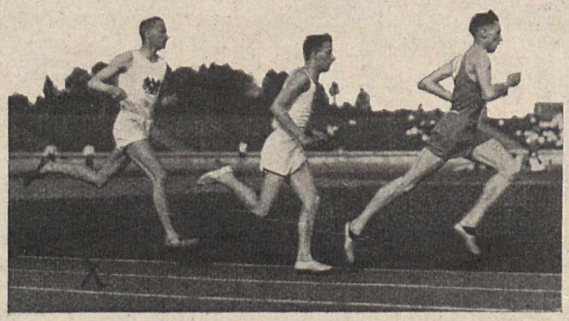

Bild 5. Der letzte besonders erfolgreiche Läufer zeigt große Aehnlichkeit mit dem Laufstil der Vasenbilder.
Gleich dem Teilnehmerkreis vermehren sich auch im Altertum die Arten der Uebungen (1). Im ersten nachweisbaren Jahr 776 findet nur ein Wettlauf statt. Nach rund 50 Jahren wird er 724 durch einen Doppellauf, welcher die Bahn zweimal hin und zurück durchmessen heißt, und 720 durch einen Dauerlauf erweitert. Bei letzterem umkreist man wahrscheinlich 24mal die Runde, legt also über 4,5 km zurück. — Aehnliche Leistungen kehren in dem sog. Marathonlauf unserer Tage wieder. — Alle Läufe geschehen im tiefen Sand, „der dem flüchtigen Fuß nicht Halt noch Stand gewährt", auf einer Bahn von 192,27 m. Militärische Gründe mögen diese erste Uebungsart bestimmt haben; denn der Krieger jener Zeit muß weite Eilmärsche auf unwegsamem Gelände möglichst kampfesfrisch vollführen und schnellfüßig den geschlagenen Feind einholen können. — Ueber den Laufstil unterrichten auch Vasenbilder, vor allem auf den athenischen Preiskrügen (6). Man vergleiche dazu den modernen Läufer (Bild 5); doch fehlt bei ihm das lebhafte Schwingen der Arme. — Zum Laufen gesellen sich 708 der Fünfer- und Ring-, 688 der Faustkampf. In den ersten 100 Jahren ist also der Kreis der „Männerübungen mit Einsatz der eigenen Kraft" ziemlich abgeschlossen. —